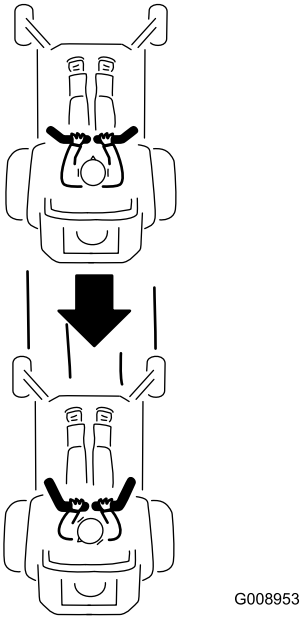

Figur 28
2. Skyv bevegelseskontrollspakene forsiktig bakover for å gå bakover (Figur 28).